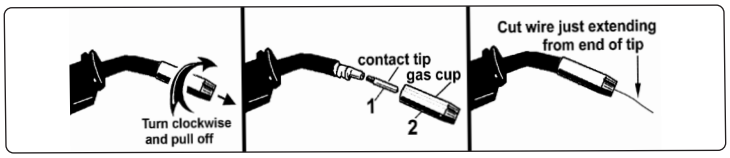

fig.10
d) Unscrew copper contact tip (right hand thread) to remove (fig.10).